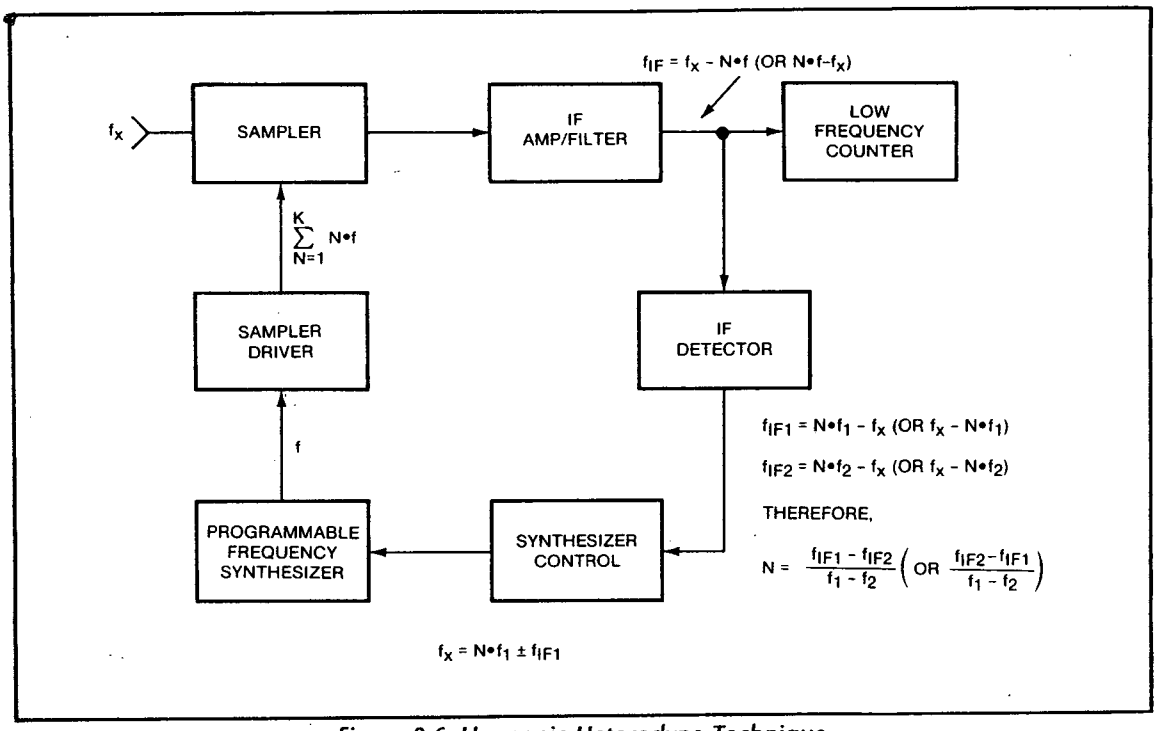
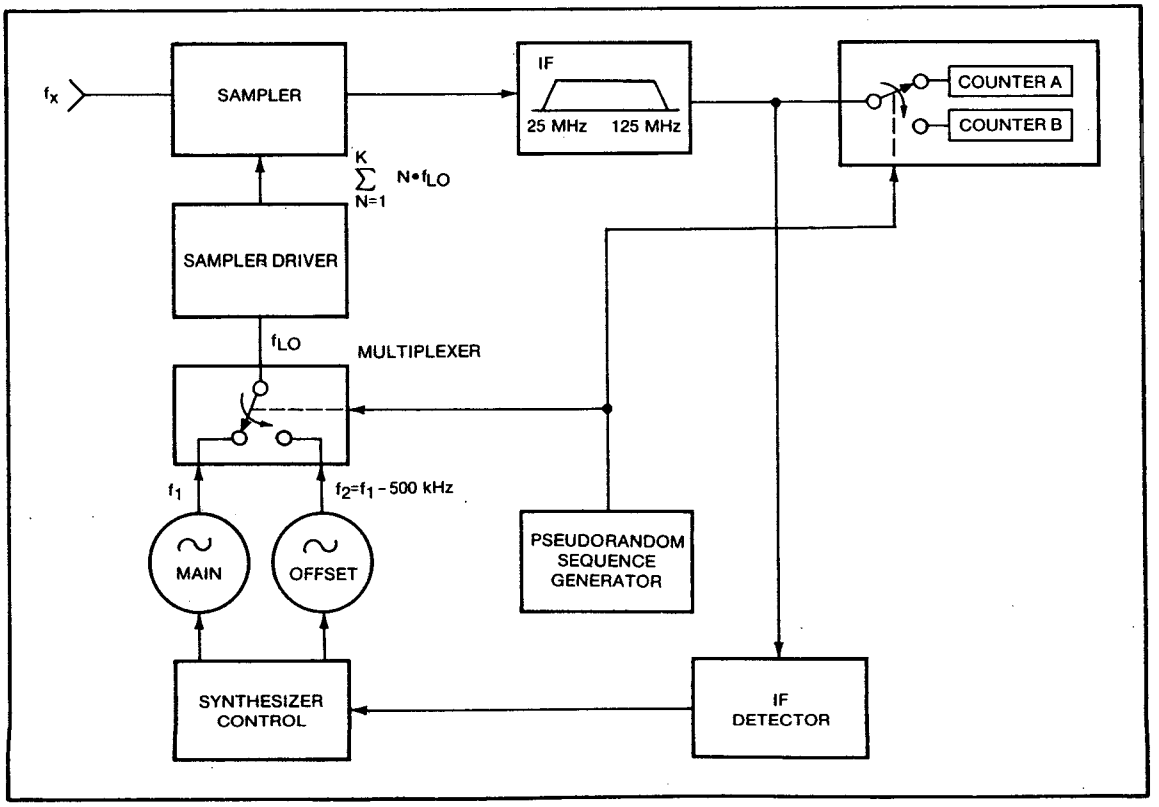

Figure 8-6. Harmonic Heterodyne Technique
Figure 8-8. HP 5342A Simplified Block Diagram
8-87. *Figure 8-6* is a simplified block diagram of the harmonic heterodyne technique. In this technique, all of the harmonics of an internal oscillator (a programmable frequency synthesizer locked to the counter's time base) are simultaneously mixed with the unknown signal by the sampler and sampler driver (samplers are like harmonic mixers except that the conduction angle is much narrower — the sampling diodes in the HP 5342A sampler, for example, conduct for only a few picoseconds during each period of the sampling signal). The output of the sampler consists of sum and difference frequencies produced by each harmonic of the internal oscillator mixing with the unknown. The programmable frequency synthesizer is incremented in frequency until one of the outputs of the sampler is in the counting range of the low frequency counter. The IF detector detects when the IF is in the range of the low frequency counter and sends a signal which causes the synthesizer control to stop incrementing the frequency of the frequency synthesizer. The IF is then counted by the low frequency counter. The unknown frequency can be determined from the relation: $f_x = N \cdot f_1 \pm f_{IF1}$
8-95. If all signals into the counter could be guaranteed to have little or no FM, then the counter could operate quite simply as described previously. However, many signals in the microwave region, such as those originating from microwave radios, have significant amounts of frequency modulation. To prevent FM on the signal from causing an incorrect computation of N, the harmonic heterodyne technique is implemented as shown in *Figure 8-8* which is a simplified block diagram of the HP 5342A. The differences between *Figure 8-8* and the block diagram of *Figure 8-6* are:
8-96. The overall operating algorithm for the block diagram of *Figure 8-8* is as follows: With the multiplexer having selected the main oscillator output, the main oscillator frequency, f_1, is swept from 350 MHz to 300 MHz in 100 kHz steps (the offset oscillator frequency, f_2, is maintained at f_1 - 500 kHz by a phase-locked loop) until the IF detector indicates the presence of an IF signal in the range of 50 MHz to 100 MHz. At this point, the synthesizer stops its sweep and the counter starts the harmonic number (N) determination. A pseudorandom sequence (prs) output by the prs